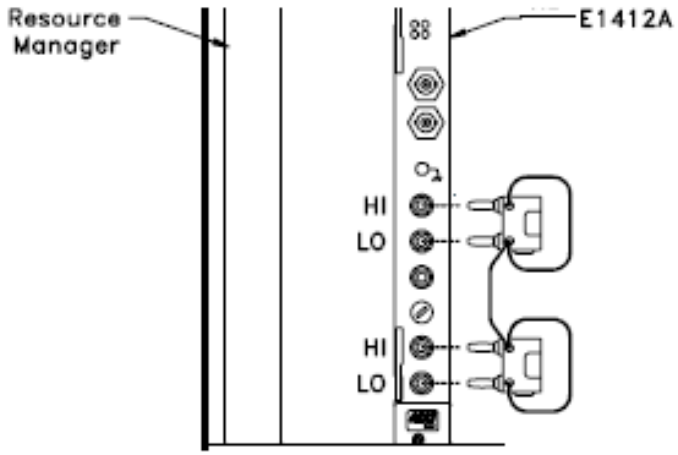

Figure 4-1 Zero Offset Verification Test Setup
3. Apply a 4-wire short (copper) across the Input HI-LO and Sense HI-LO terminals as shown in Figure 4-1. Wait five minutes for thermal offset voltage settling.